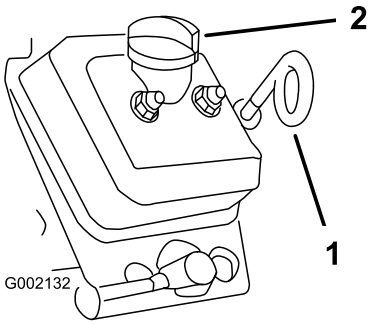

Figur 33
3. Rengør området omkring målepinden og påfyldningsdækslet (Figur 33) med en klud, så der ikke trænger snavs ned i målepindsrøret eller oliepåfyldningsstudsen og beskadiger motoren.
4. Tag målepinden ud, og tør den af (Figur 33).
5. Før målepinden ind i målepindsrøret, og sørg for, at det sidder helt i bund (Figur 33).
8. Sæt påfyldningsdækslet på (Figur 33).
9. Sæt målepinden ordentlig i (Figur 33).